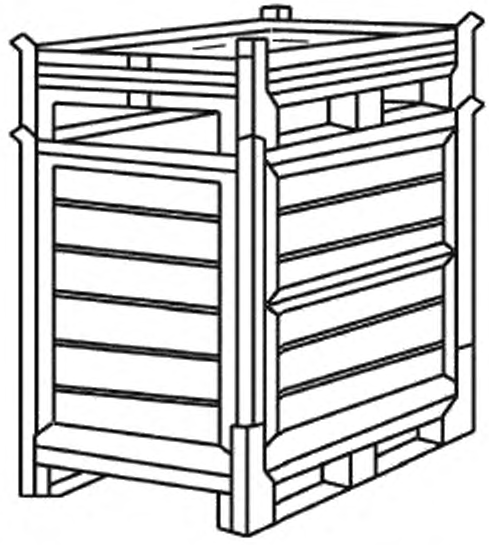

Рисунок 24 — Разборный ящичный поддон
4.2.4 **разборный ящичный поддон:** Ящичный поддон со съемными стенками (см. рисунок 24).